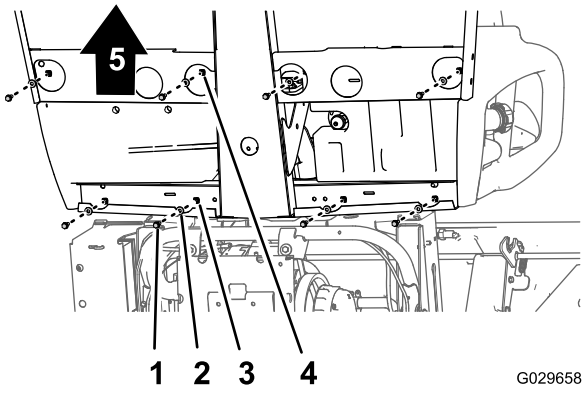
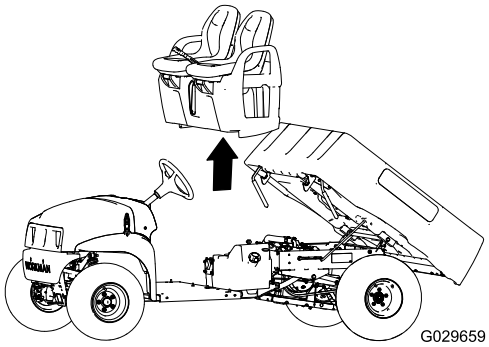

Figur 51
Figur 52
1. Fjern de otte flangehovedbolte og otte spændeskiver i bunden af maskinen, der fastgør sædesoklen til gulvpladen og kanalen i førerhusets bagende (Figur 51).
2. Løft forsigtigt sæderne, sædesoklen og parkeringsbremsens kabler af maskinen (Figur 51).
1. Løft sæderne og sædesoklen på maskinen og juster bremsekablerne i forhold til chassiset (Figur 51 og Figur 52).
2. Ret hullerne i sædesoklen ind efter hullerne i gulvpladen og kanalen i førerhusets bagende (Figur 52 og Figur 51).